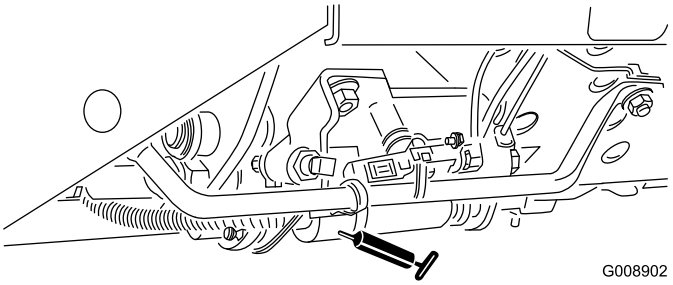

Figur 37
- Skjutreglage för klippning/transport (Figur 37)